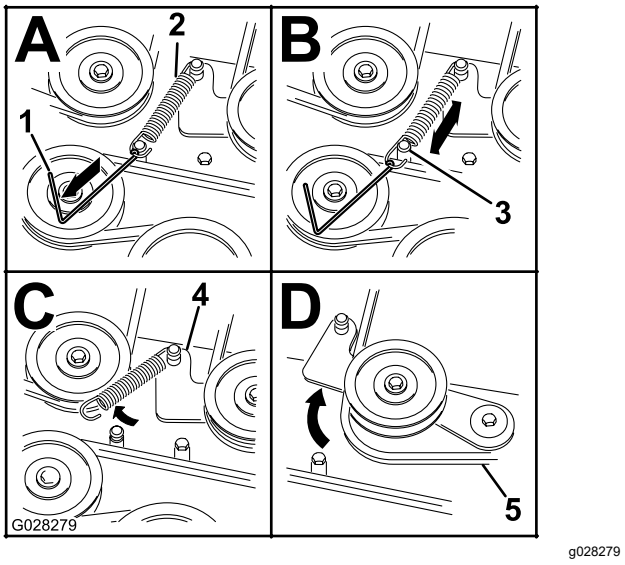

Figur 62
8. Ta bort fjäderspänningen från den fjäderbelastade mellanremskivan. Se Figur 62.
Obs: Använd fjäderborttagningsverktyget (Toro-artikelnr 92-5771) för att ta bort fjädern från klippdäckshållaren (Figur 62).